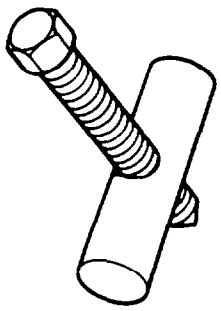

Fig. 216 — Drive Yoke Puller
b. Remove the retaining bolt and clamp plate from the front output shaft drive yoke and remove the drive yoke, using the yoke puller illustrated in fig. 216.